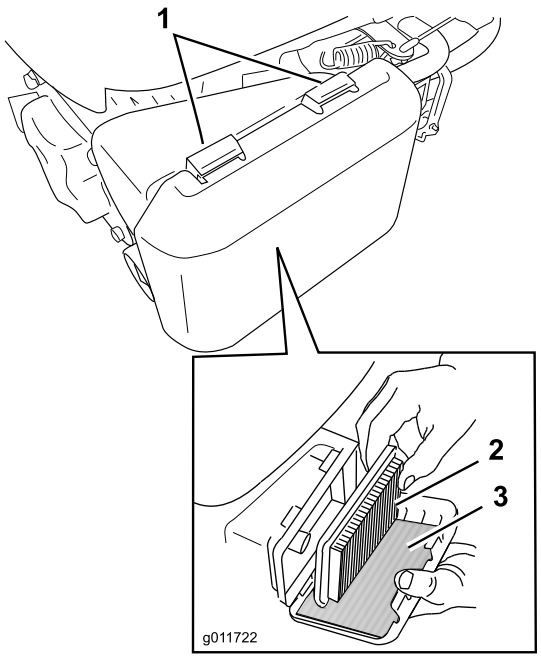

Figuur 19
1. Druk de lippen van de vergrendeling op de bovenzijde van het luchtfilterdeksel omlaag (Figuur 19).
3. Verwijder het papierelement en het schuimelement (Figuur 19).